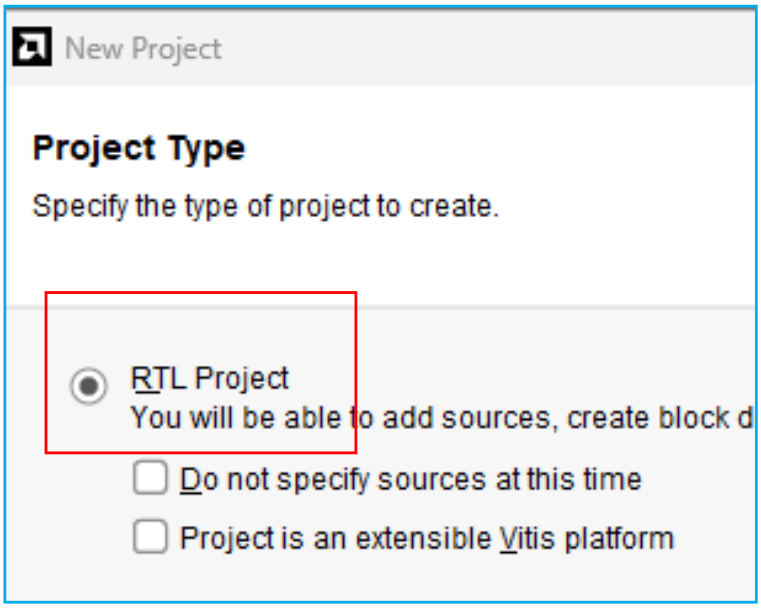

Fig.2. Ventana `Project Type`, aquí se elige el tipo de proyecto, solo debe seleccionarse el campo `RTL Project`.
5. En la ventana `Project Type` seleccionamos solo la opción `RTL Project` y pulsamos `Next` (Fig.2).